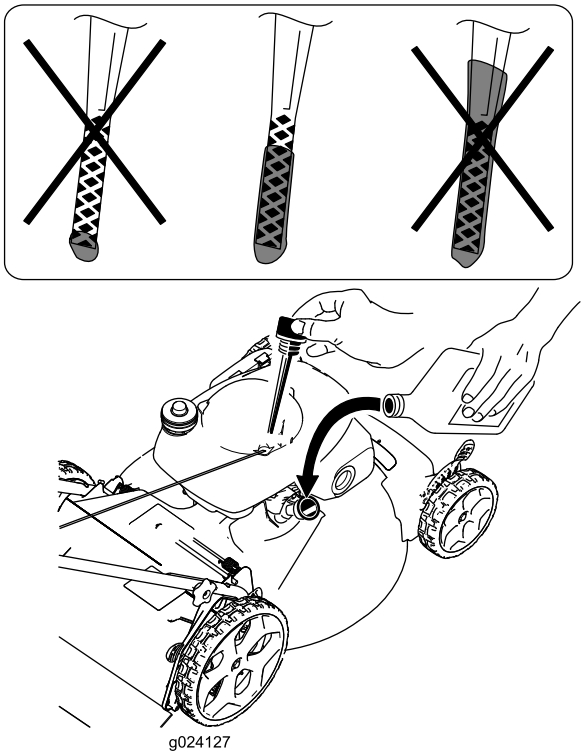

Figura 8
2. Retire la varilla (Figura 8).
5. Retire la varilla y observe el nivel de aceite; consulte Figura 8.